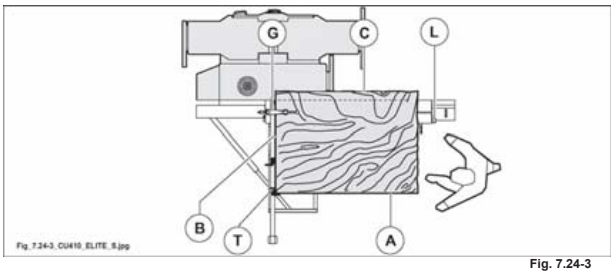

Fig. 7.24-3
- Aprire completamente il vagone come in fig. 7.24-3 e bloccarlo con la leva (L fig. 7.24-3).
- Ruotare nuovamente il pannello di 90°. Appoggiare il lato appena tagliato (B fig. 7.24-3) contro la riga in alluminio, il lato rifilato (A fig. 7.24-3) in appoggio alla battuta (T fig. 7.24-3) della riga (posizionata alla misura di taglio), bloccare con lo stringipezzo (G fig. 7.24-3) ed effettuare il taglio (C fig. 7.24-3).